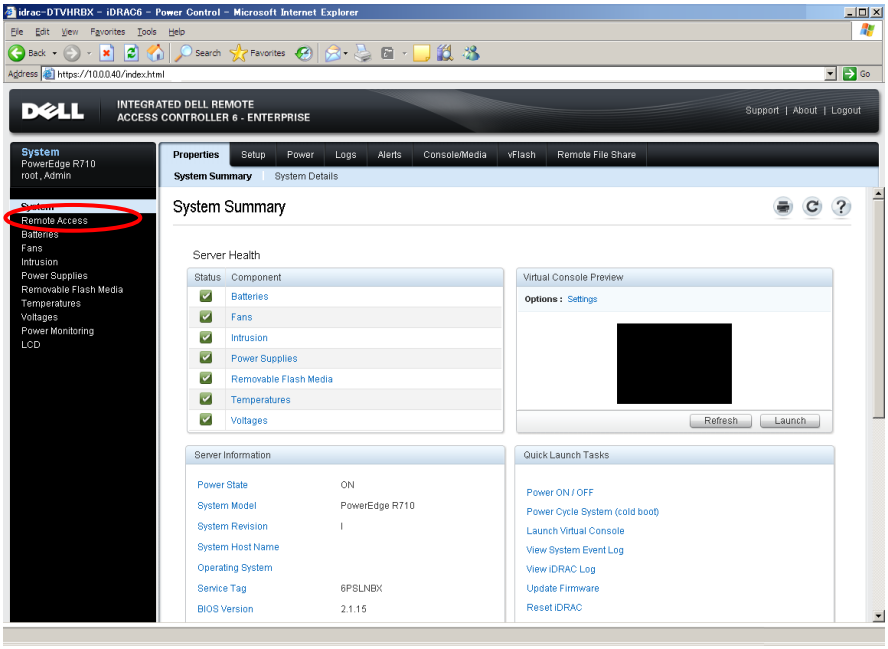

Figure B.2.2-3 System Summary window
(6) The System Summary Window is displayed as shown in Figure B.2.2-3.